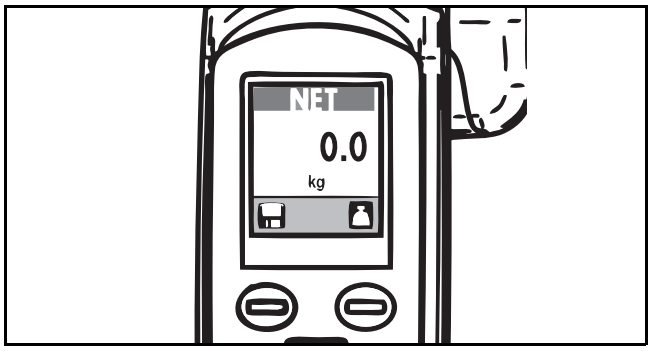

Abb. 63
3) Drücken Sie die Waagentaste, um die Waage zu tarieren. Jetzt erscheint auf der Anzeige ein Nullgewicht (siehe Abb. 63).